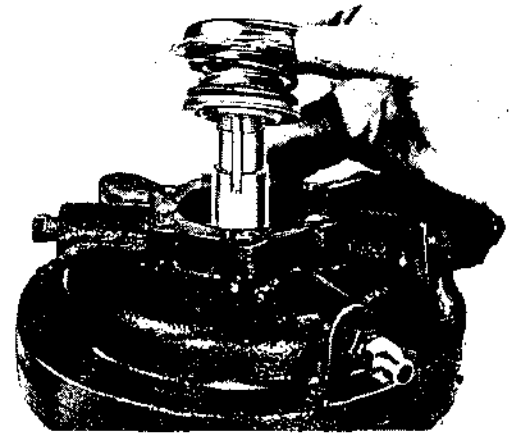

Figure 19—Removing the Bellows Seal
6. Remove the bellows seal as shown in figure 19.